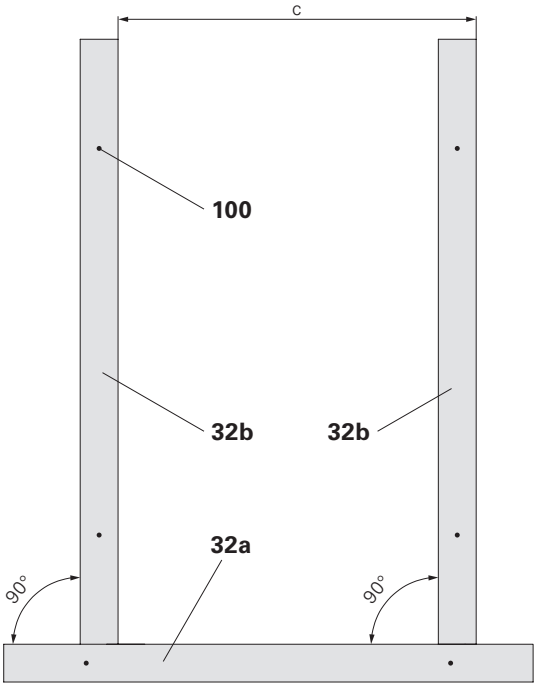

Abb. B1.01
4. Das Diagonalmaß der Anschlagbohlen (**32b**) ermitteln und prüfen ob die Anschlagbohlen parallel sind (Abb. B1.01).